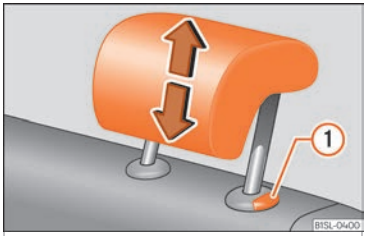

Fig. 67 Adjusting the rear head restraints
- Push the head restraint up or down in the direction of the arrow with the button pressed ››› Fig. 67 (1) ››› ⚠.